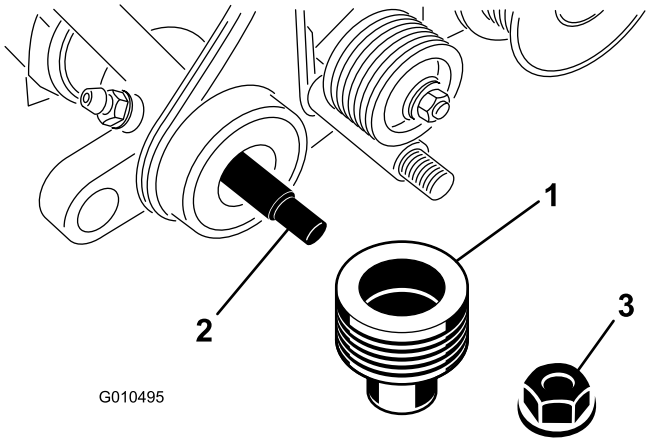

Figure 33
6. Remove the locknut securing the driven pulley to the end of the groomer shaft and remove the pulley (Figure 33).